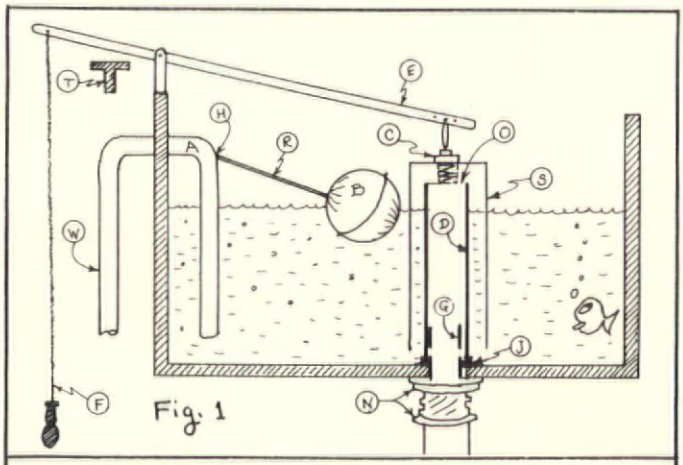

Fig. 1
FIGURE 1 SHOWS THE FLUSH BOX in the full position. The float valve (A) is held closed by the high position of the float ball (B), buoyed up by the water level. In operation, the chain (F) is pulled down, raising the valve sleeve (D) and the outer cannister (S). Water starts rushing through the perforated tube (G). The water rushing down through the pipe to the bowl creates a partial vacuum inside the valve sleeve. When the chain is released, a water-tight seal is